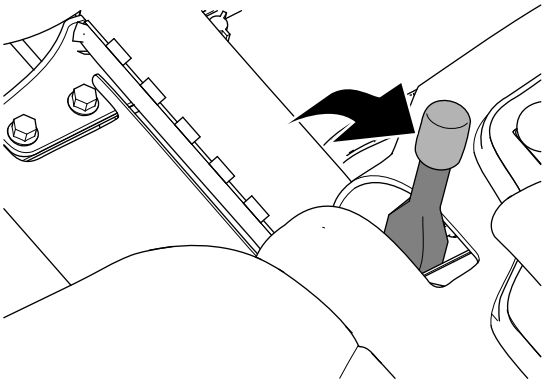

Figuur 32
2. Stel de parkeerrem in werking (Figuur 32).